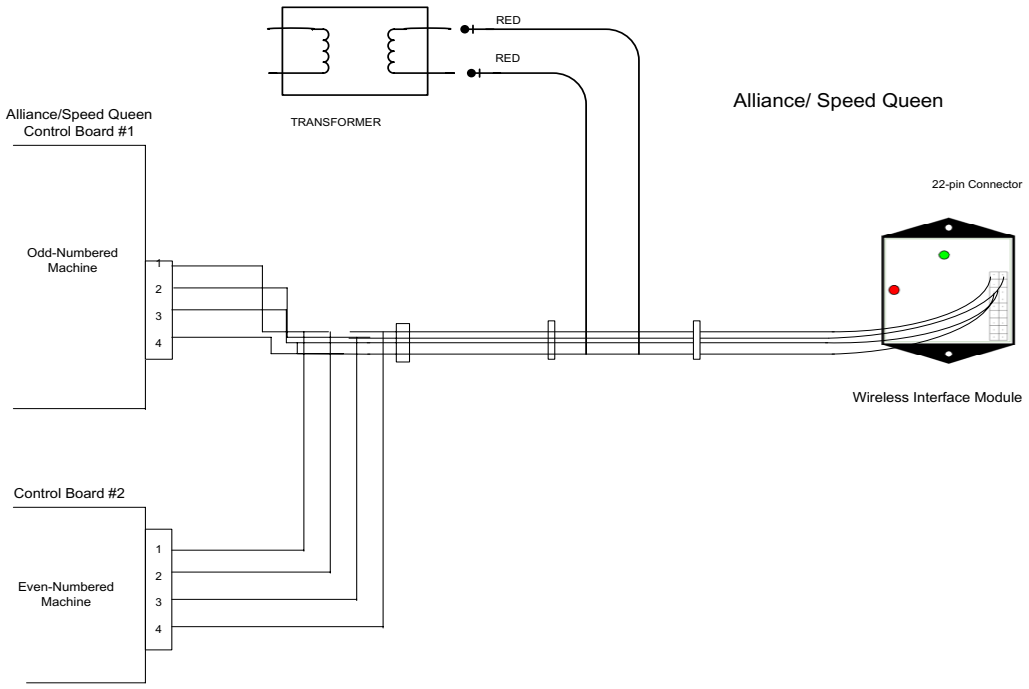

Figure 20: Alliance/Speed Queen Machine
3. Install the 2-Molex pins connected to the RED and RED wires on the wiring harness into the two open positions of the transformer's secondary output connector. It is an AC output, therefore the pins are interchangeable (see **Figure 20: Alliance/Speed Queen Machine** (page 29)).